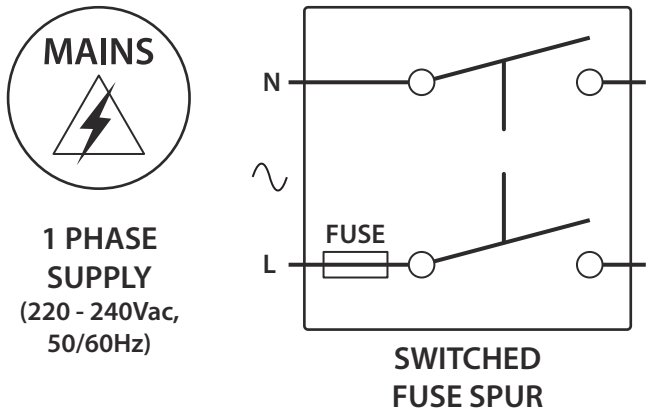

Fig. 24
- Connecting the system to the mains through an all-pole circuit breaker (refer to **Fig.24**) which shall have contact separation of at least 3mm in each pole and shall disconnect all poles simultaneously.